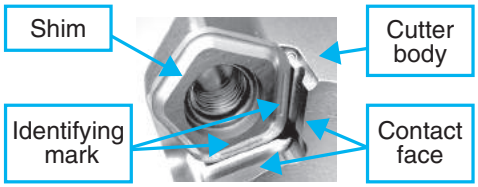
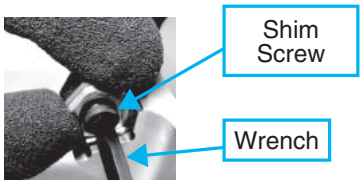

Fig.5
Fig.6
2. The shim must be mounted in the proper direction. While aligning the surface of the shim with the mark on it to the corresponding constraint surface (ref. to Fig. 5) and lightly pressing the shim toward the constraint surface, insert the screw into the hole of the shim and tighten it (ref. to Fig. 6).